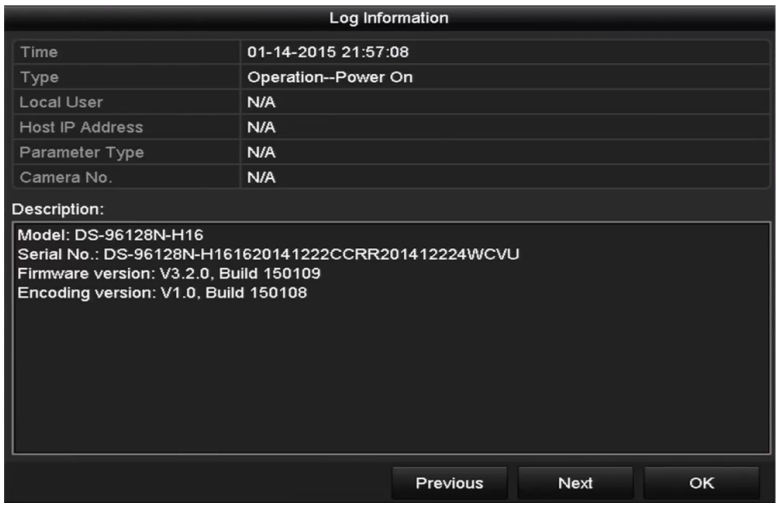

Figure 14-4 Log Details
Step 5 You can click the button of each log or double click it to view its detailed information, as shown in Figure 14-4. And you can also click the button to view the related video files if available.
Step 6 If you want to export the log files, click the **Export** button to enter the Export menu, as shown in Figure 14-4 Log Details.